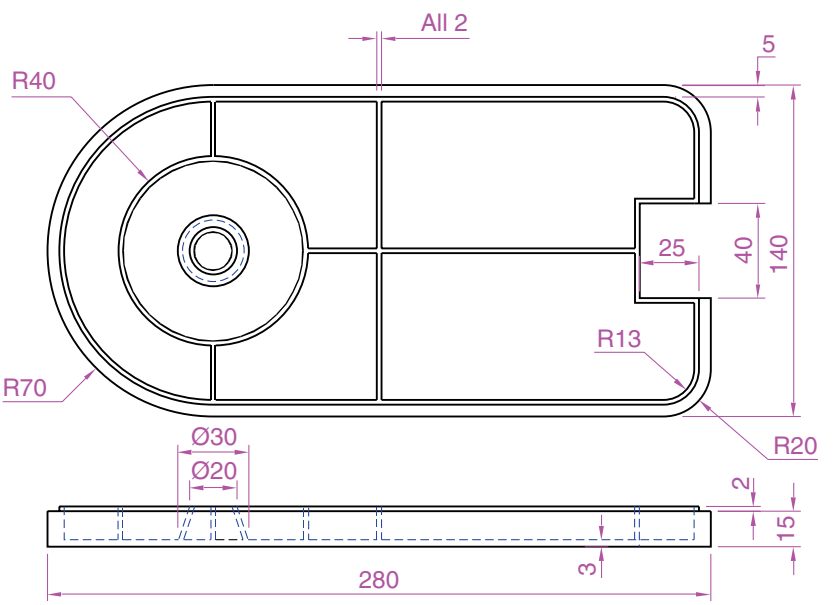
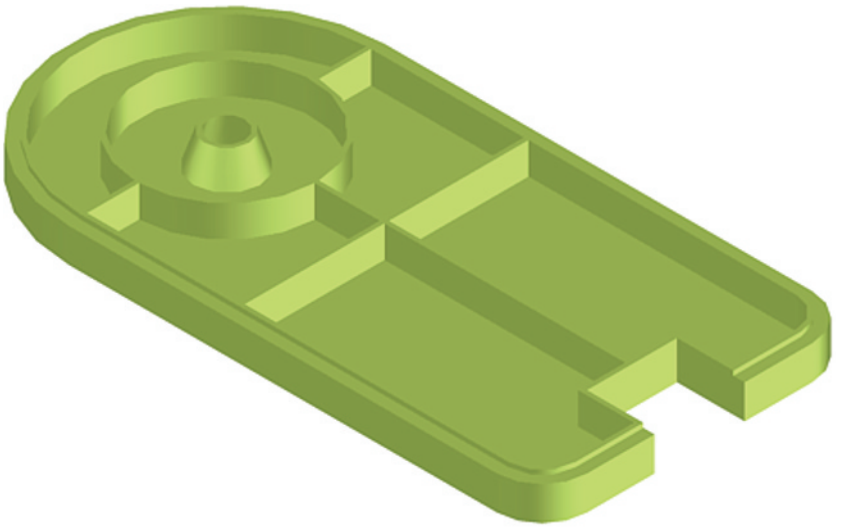

Fig. 16.35 Exercise 2 – two-view projection
Fig. 16.36 Exercise 2
2. Working to the sizes given in Fig. 16.35, construct a 3D model drawing of the drip tray from an engine. Add lighting and a suitable material, place the model in an isometric view and render (Fig. 16.36).